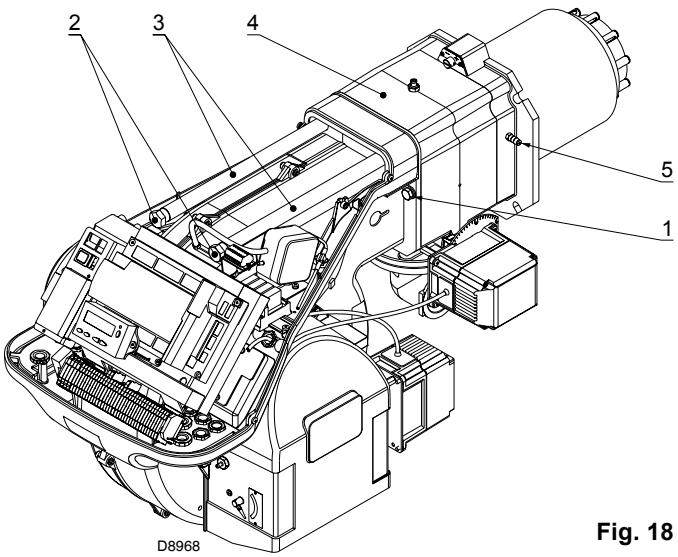

Fig. 18
- ➤ insert the probe and electrode cables, then slide the burner as far as the pipe coupling - burner in the position shown in Fig. 18;